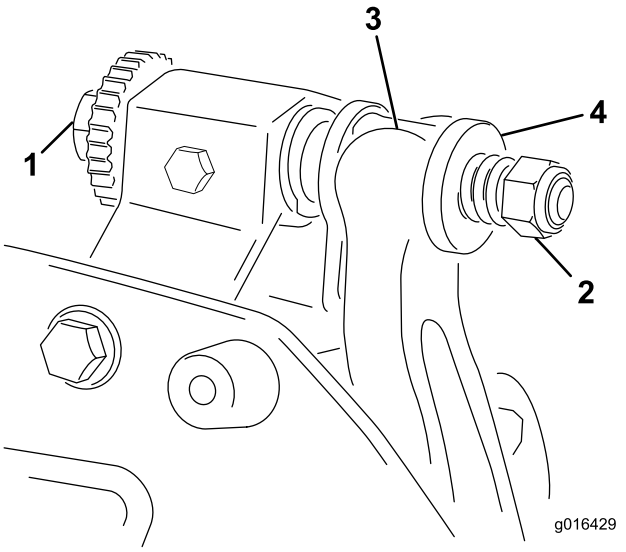

Figur 18
1. Vrid underknivsstångens justerskruv motsols, så att underkniven förs bort från cylindern (Figur 18).
2. För fjäderspänningsmuttern bakåt, tills brickan inte längre är spänd mot underknivsstången (Figur 18).